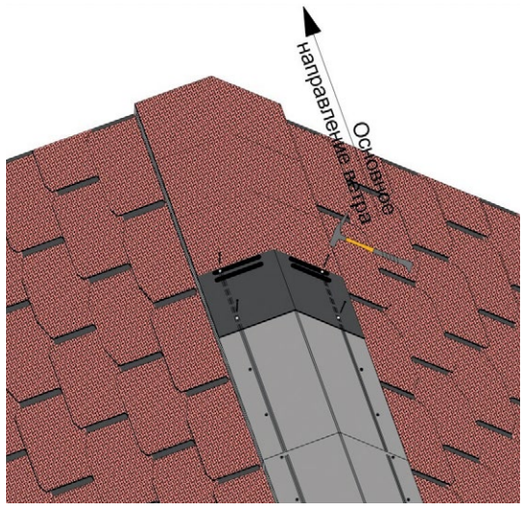

Рис.10 Укладка коньковой черепицы на аэратор.
5.6 Уложите и прибейте коньковую черепицу на установленные аэраторы с учётом розы ветров. Коньковую черепицу необходимо прибивать по размеченным линиям аэратора (Рисунок 10). Каждый квадрат коньковой черепицы прибивается четырьмя гвоздями (по два с каждой стороны). Тип крепежа - оцинкованные ершёные или винтовые гвозди с диаметром шляпки от 8 мм (таблица 1).